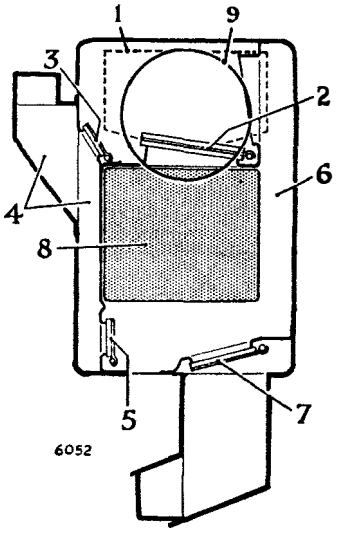
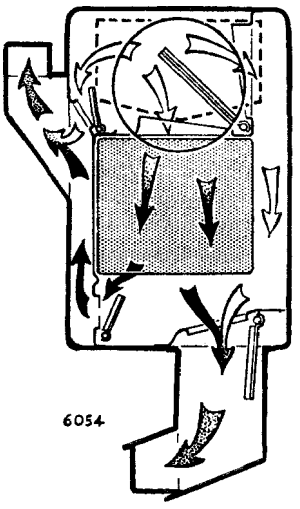
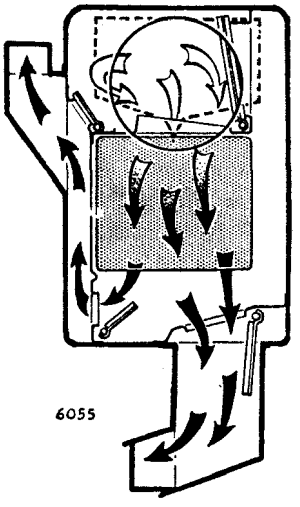
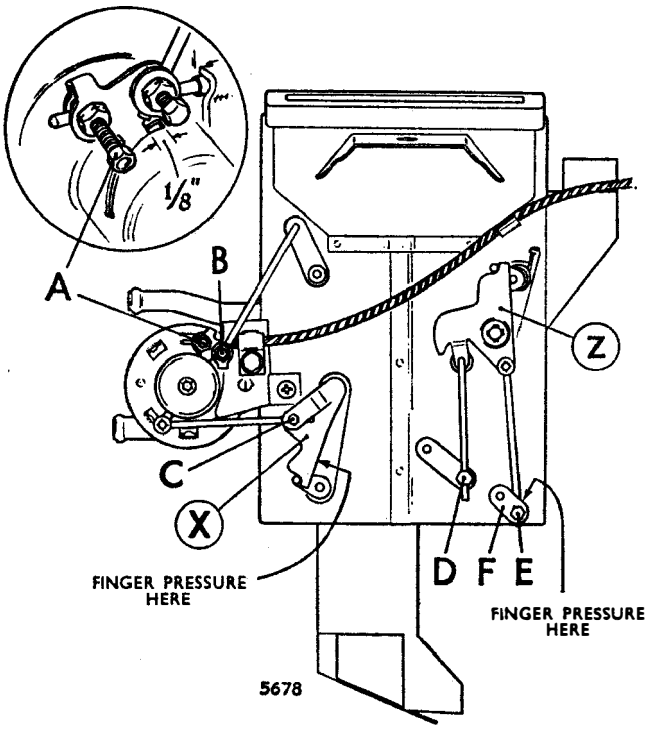

Fig. 2. *Schematic view—Controls at "OFF"*
Fig. 5. *General heating to car and screen*
Fig. 6. *Increased heating to car and screen*
Fig. 8. *"Heat and Car" control, water valve, air mixing valve and car air outlet valve adjustment details*
There are five flap valves within the heater, see key to Fig. 2.
The "Air Mixing Valve" (2, Fig. 2) controls the mixing of the hot and cold air. When this valve is in the horizontal position the heater matrix is by-passed and the water valve is closed. (See Figs. 2—7).
The "Cold Screen Valve" (3, Fig. 2) controls the amount of cold air entering the "Screen Cold Air Duct" and is interconnected with the "Screen Hot Valve" (5, Fig. 2) which controls the heated air directed to the windscreen.
When the "heat and car" control lever is moved from the "COLD" or "BLUE" position towards "HOT" or "RED", the "Air Mixing Valve" (2) progressively approaches the vertical position. (See Fig. 5). First the water, from the engine cooling system, commences to circulate through the heater matrix (8) and secondly an increasing air flow passes *via* the heater matrix until the valve is vertical, when the car cold air duct (6) will be closed. Full heating is then available. (See Figs. 2—6).
The "Car Air Outlet Valve" (7, Fig. 2) controls the air flow into the car interior. It is closed when the "heat and car" control lever is at "OFF"; it automatically opens when the lever is moved away from "OFF". The valve is almost closed, however, when the "screen" control lever is set at "DE-ICE" or "MAX". (Fig. 6).
3. Further movement towards the "DE-ICE" or "MAX" position gradually closes the "Screen Cold Valve" and opens the "Screen Hot Valve". (Figs. 5 and 6).
1. **"Heat and Car" control** (See Fig. 8)
(*c*) With the "heat and car" control lever still in the "OFF" position the "Car Air Outlet Valve" should be closed. To check this, move the "heat and car" control lever away from the "OFF" position until the water valve lever is $\frac{1}{8}$ in. (3 mm.) from the end of its slot as shown inset in Fig. 8. Now slacken screw (C), fully close the "Car Air Outlet Valve" by finger pressure on cam (X), now re-tighten screw (C).
2. "Screen" control (See Figs. 2, 8 and 9)
(i) When the "screen" control lever is set to "OFF" the "Cold" valve (3, Fig. 2) should be shut by the action of cam (Z) Fig. 8. If this is not so, loosen screws (D) and (E), turn the cam fully anti-clockwise and re-tighten screw (D).